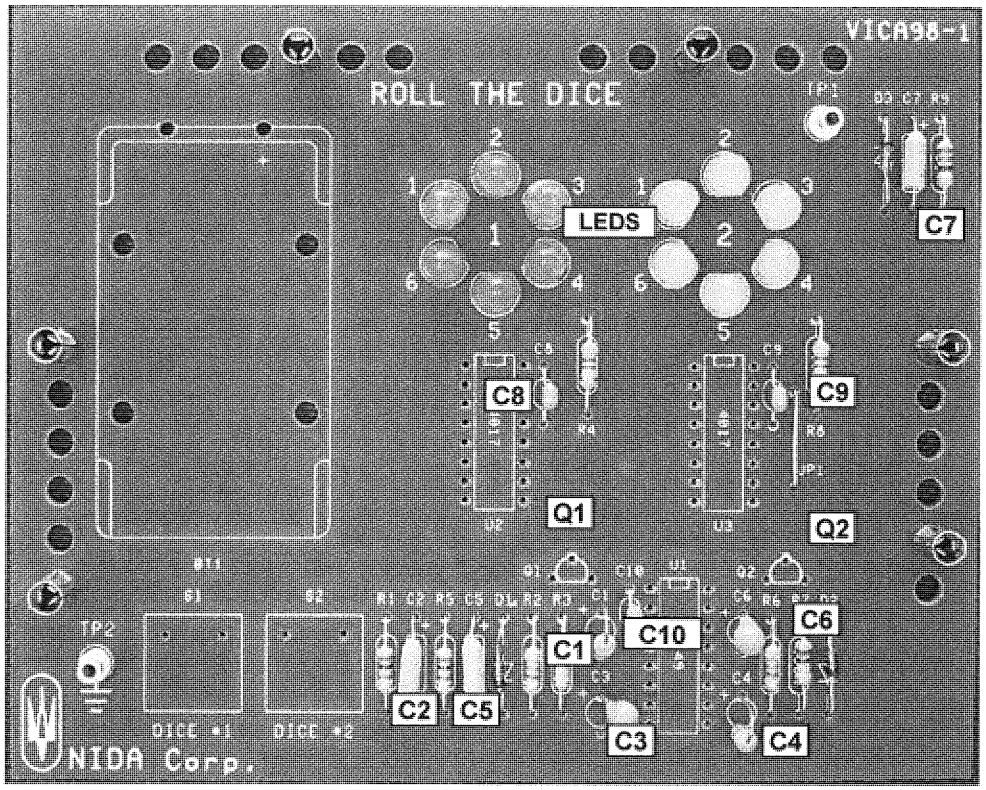

Figure 4
a. Locate the necessary components from the parts kit, and solder the ten capacitors and the twelve LEDs to the printed circuit board. Capacitors should be installed with the label in a position so the value can be seen from the top of the circuit board if mounted horizontally or the left side of the circuit board if mounted vertically. Make sure to observe polarity as needed and trim the component leads to the proper length. Use Figure 4 for reference.